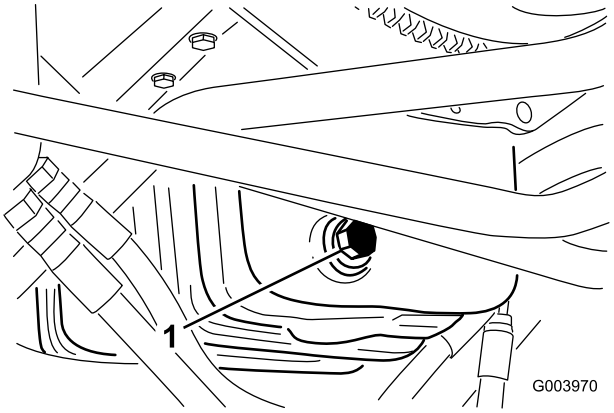

Figur 57
1. Ta bort avtappningspluggen (Figur 57) och låt oljan rinna ned i ett avtappningskärl.